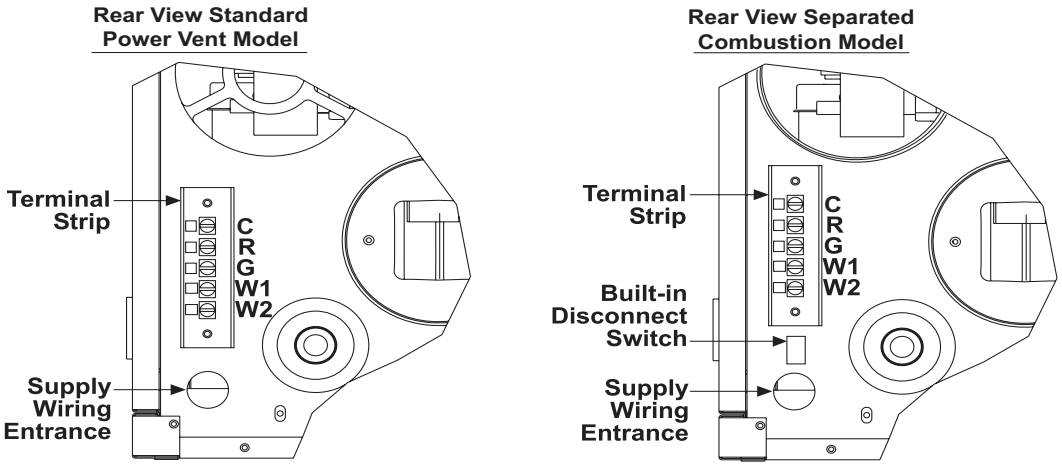

Figure 9. Supply Wiring Entrance and Control Connection Terminal Strip
- The supply wiring enters at the rear of the heater, as shown in **Figure 9**. For UBX and UDX models, the supply wiring connects directly to leads on the integrated circuit board. For UBZ and UDZ models, the supply wiring connects to the disconnect toggle switch.
- The terminal strip for 24V control connections is located on the outside of the cabinet at the back of the heater, as shown in **Figure 9**. Wires from the terminal strip are factory-wired to the circuit board.
- Make thermostat connections at the terminal strip on the back of the heater (see **Figure 9**). The strip has five terminals: C, R, G, W1, and W2. Refer to the wiring diagram provided with the heater.